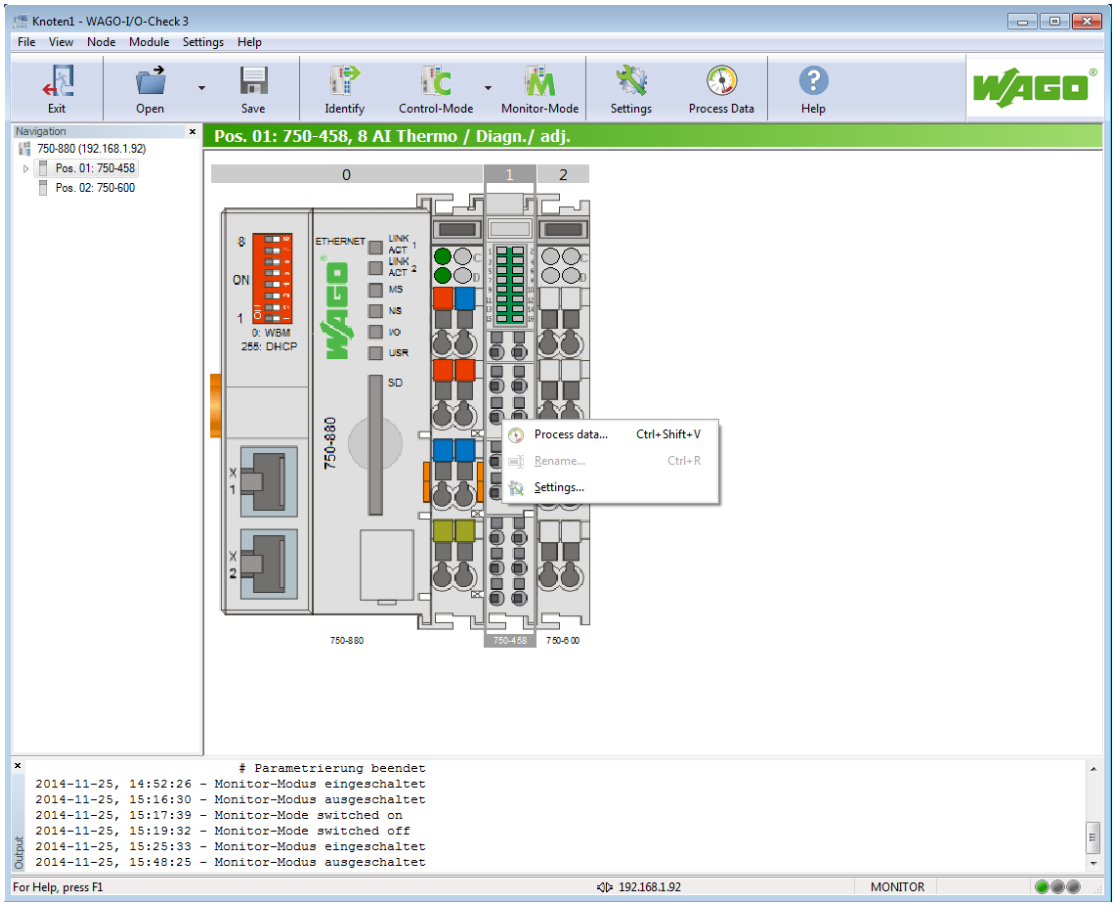

Рисунок 12: Пользовательский интерфейс утилиты WAGO-I/O-*CHECK*
2. Выбирите пункт меню «Settings» (см. Рис. 12)